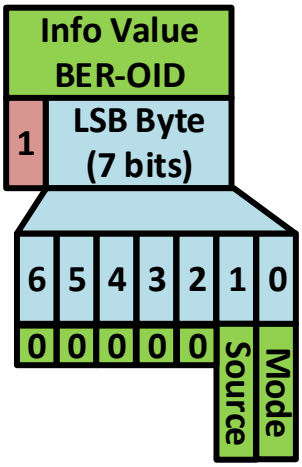

Figure 71: Info Value bit-values
- The Info Value contains two values: Mode and Source. The Mode states the method of control to fly to the waypoint, either automated or manual. The Source is the creation method for the Waypoint, either it was pre-planned, or it was ad hoc. Both Mode and Source are single bits in the Info Value. The least significant bit (lsb) stores the Mode bit. When the Mode bit is zero (0), the Mode is automated; when the Mode bit is one (1) the Mode is manual. The next lsb is the Source bit. When the Source bit is zero (0), the Source is pre-planned; when the Source bit is one (1) the Source is ad hoc. The Info Value is a single byte value stored as a BER-OID value for future values if needed. The remaining bits of the Info Value are set to zero. Figure 71 illustrates the bit values for the Info Value.